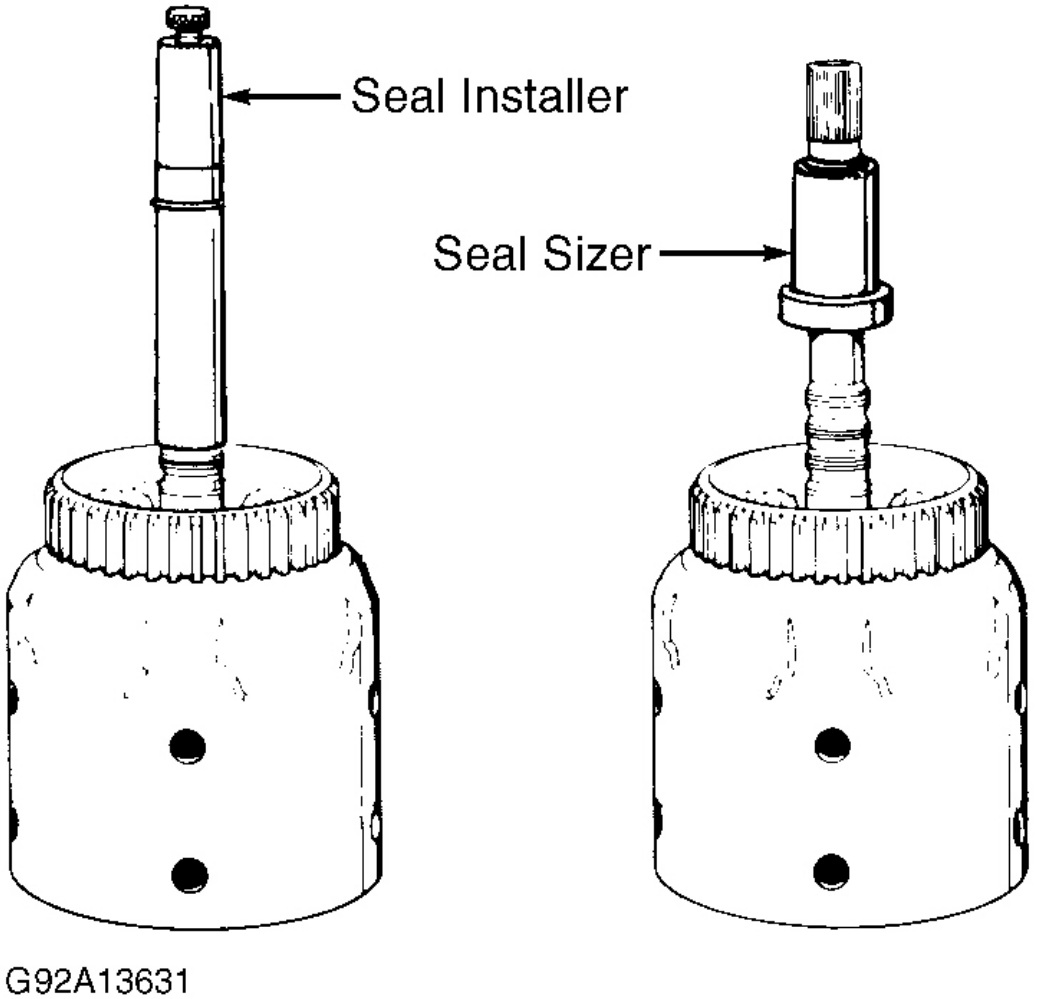

Fig. 28: Installing & Sizing Turbine Shaft Seals
1. Turbine shaft seals should be installed prior to oil pump installation. Position Seal Installer (J-36418-1) on input shaft. See **Fig. 28** . Adjustment screw in seal installer must be adjusted to obtain correct height for each seal installation. Install 4 turbine shaft seals.